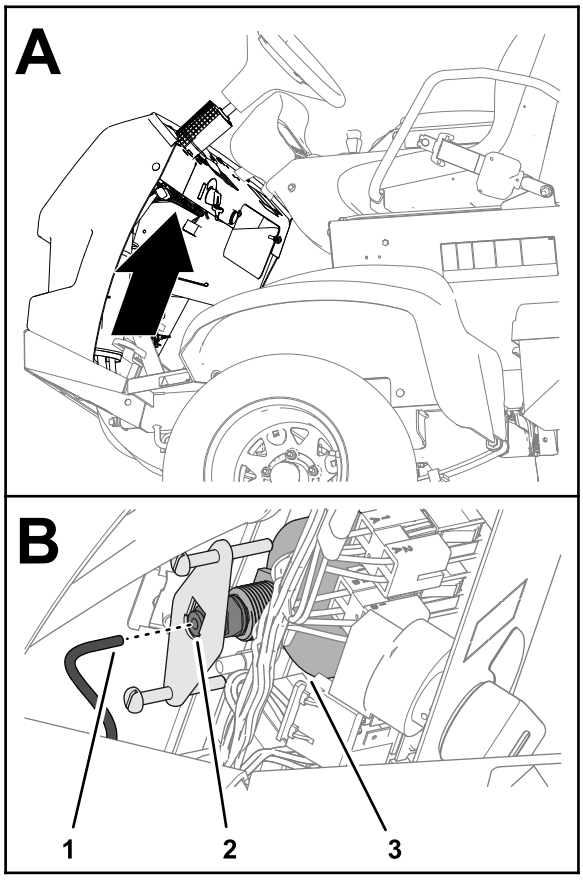

**Bild 124**
5. Entfernen Sie das Rohr von der Rückseite des Manometers und legen Sie das Ende des Rohres in einen Behälter (Bild 124).